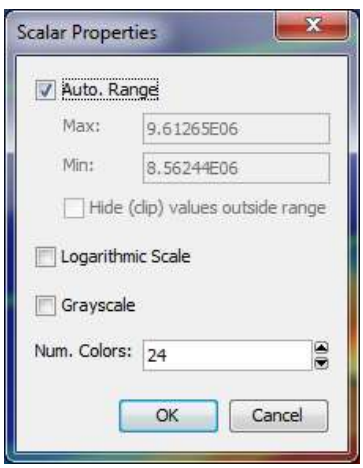

**Figure 12-2: Scalar Properties dialog**
**Properties...** button displays a dialog, Figure 12-2, on which you can specify a specific plot range, choose to use a logarithmic scale, and specify the number of colors used on contour plots.